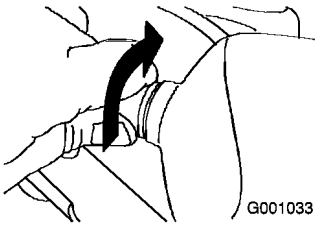

Figura 51
2. Girate in senso antiorario la base della lampadina, finché non si ferma (Figura 51).